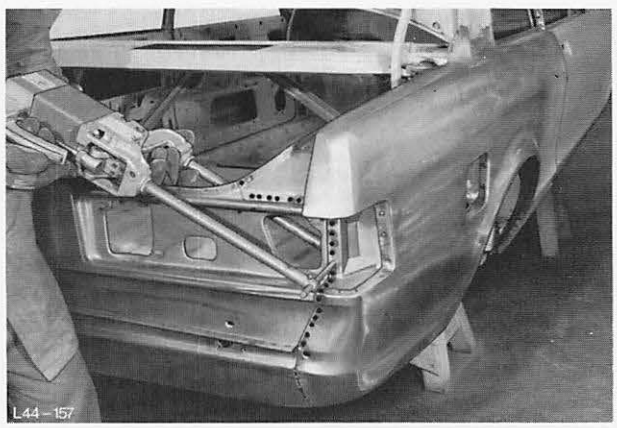

Abb. 169 Seitenwand im Rückwandblech- und Schürzenbereich punktschweißen
26. Kofferraumbrücke, Rückwandblech sowie Schürze anpunkten, Abb. 169.